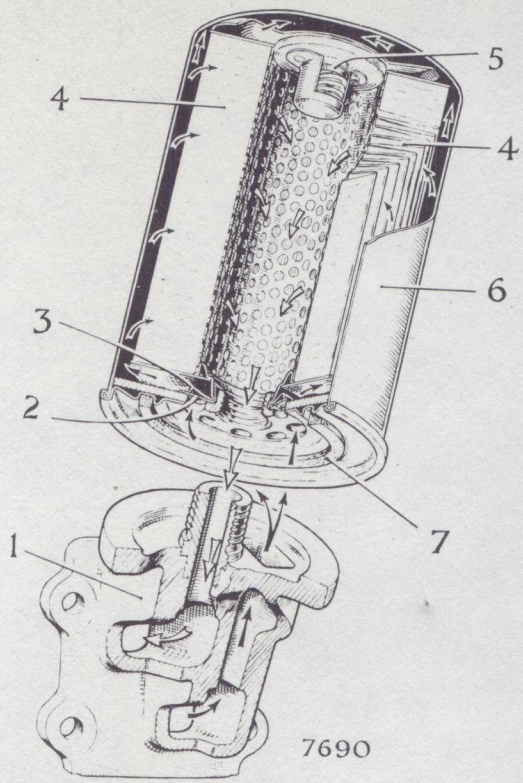

Fig. 61. *Oil filter—throw-away type*
(See Fig. 61)
Oil from the engine pump enters the filter adaptor casting (1) as shown by the black arrows and passes through eight port holes into the filter body. All oil entering the filter passes through the filter cartridge from the outside to the centre as shown in Fig. 61 and thence passes through the screwed spigot into the adaptor casting as shown by the white arrows. From here it enters the engine main oil gallery.